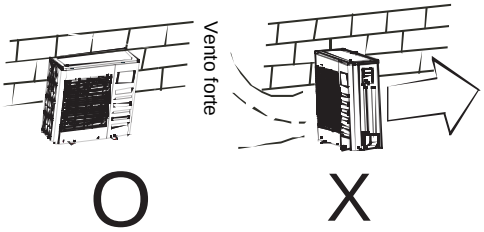

Fig.5-1
- Nei luoghi vicino alla coste o in alta quota dove il vento può essere forte, installare l'unità esterna contro il muro per garantire il regolare funzionamento; usare un schermo se necessario (Fig.5-1).